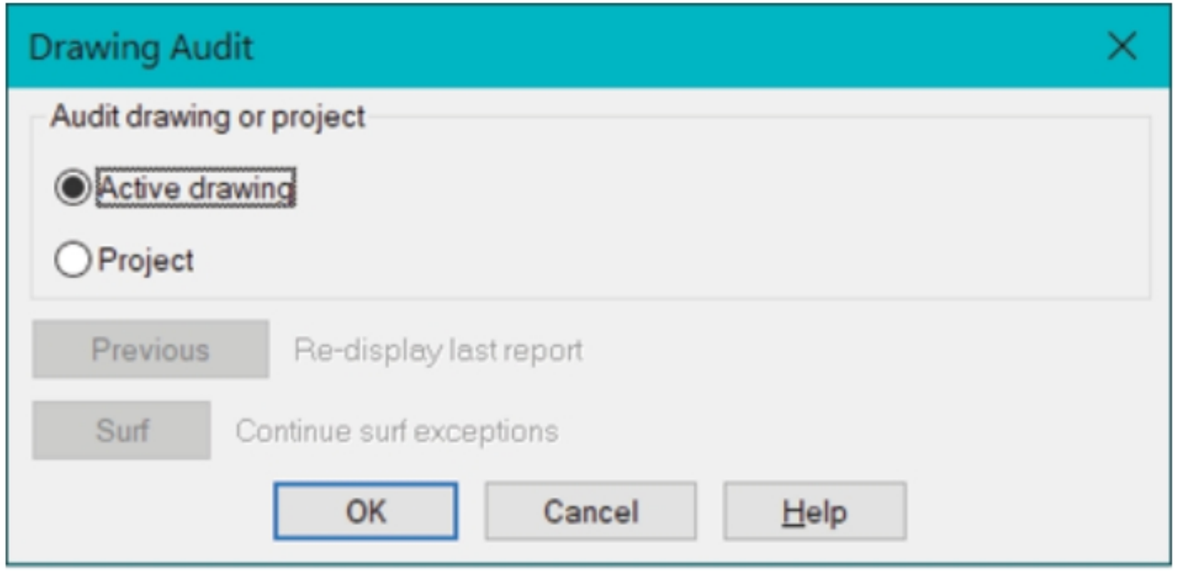

Figure-27. Drawing Audit dialog box
- Click on the **DWG Audit** tool from the **Schematic** panel of the **Ribbon**. The **Drawing Audit** dialog box will be displayed; refer to Figure-27.